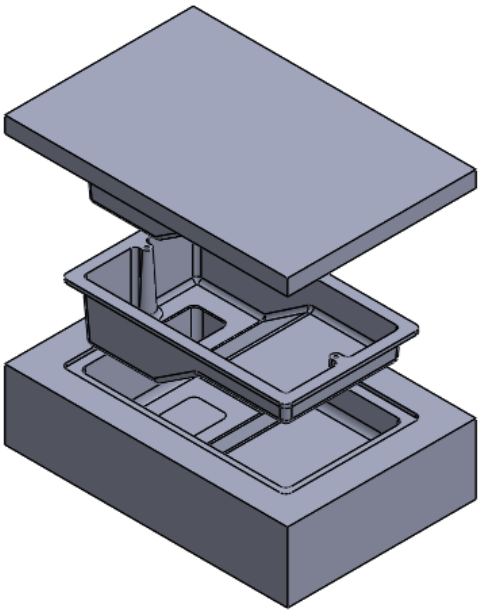

Figure 21-48 *Exploded view of the Mold base assembly*
2. Using the **Exploded View** tool in **Assembly CommandManager**, explode the Mold Base assembly, refer to Figure 21-48.